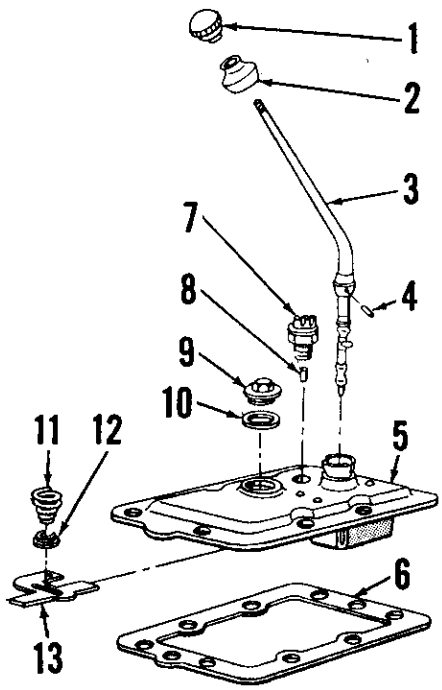

Fig. 183–Exploded view of four-speed transmission shift cover. Refer to Fig. 184 for remainder of shift mechanism.
Disconnect starter safety switch wire from switch, unbolt and remove shift lever and transmission top cover assembly (see Fig. 183) and remove the 1st-3rd shift rail detent spring (9—Fig. 184) and detent ball (10). Loosen locknut (12) and remove the 1st-3rd shifter fork lock screw (11), then remove shift rail (4) and fork (13). Remove shift plate pivot screws (27) from both sides of transmission housing, then remove the shift plates (19 and 20). Remove the detent ball caps (23), springs (25) and detent balls (26) from both sides of transmission housing. Remove the cup plugs (1) from rear face of housing at shift rail (2 and 3) bores, loosen the lock nuts (7 and 15), remove the lock screws (8 and 14), then remove the reverse shift rail (3) and fork (6) and the 2nd-4th shift rail (2) and fork (16).